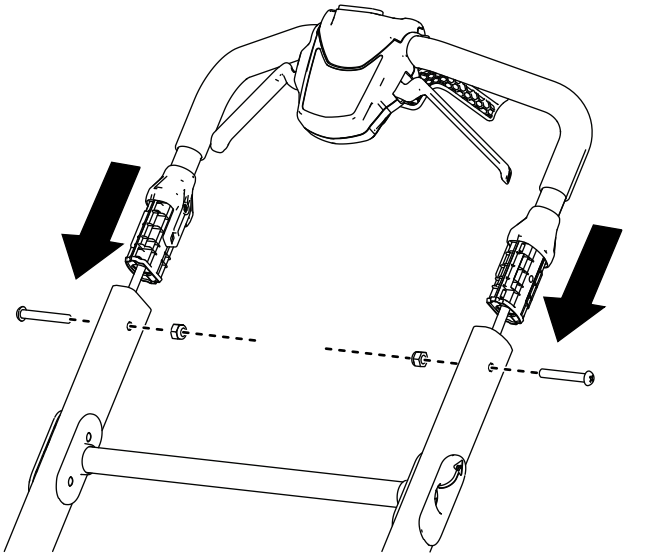

**Figura 4**
1. Montate il gruppo maniglia superiore alla maniglia inferiore e fissatelo utilizzando 2 bulloni e 2 dadi di bloccaggio come mostrato nella Figura 4.